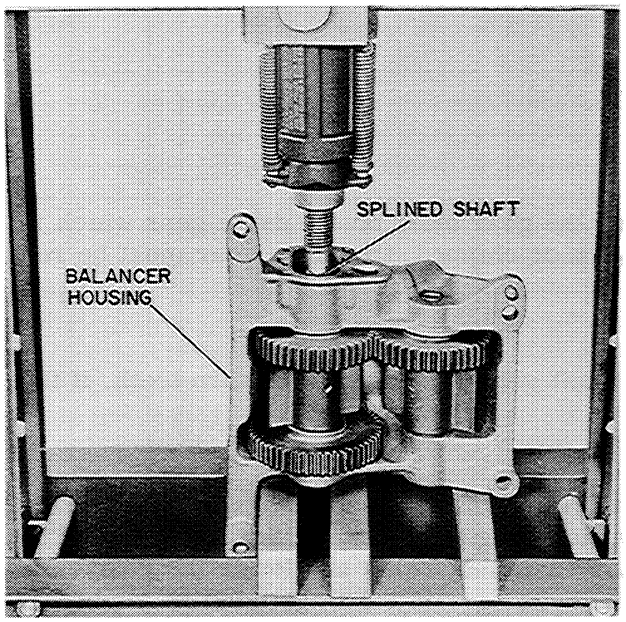

Figure MM-16
7. Press the splined shaft out of the housing from the oil pump side as indicated on the balancer housing, Figure MM-16.